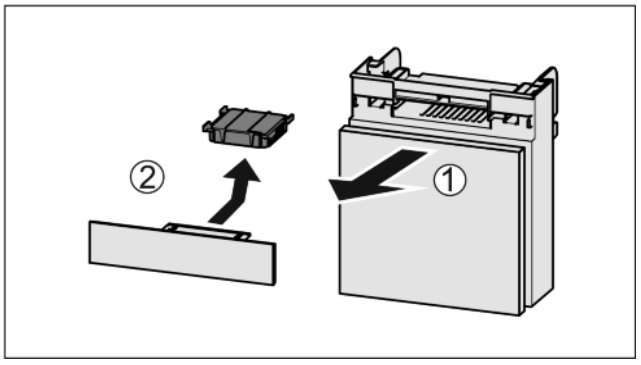

Fig. 36
- ▶ Pull out the compartment *Fig. 36 (1)*.
- ▶ Remove the carbon filter *Fig. 36 (2)*.